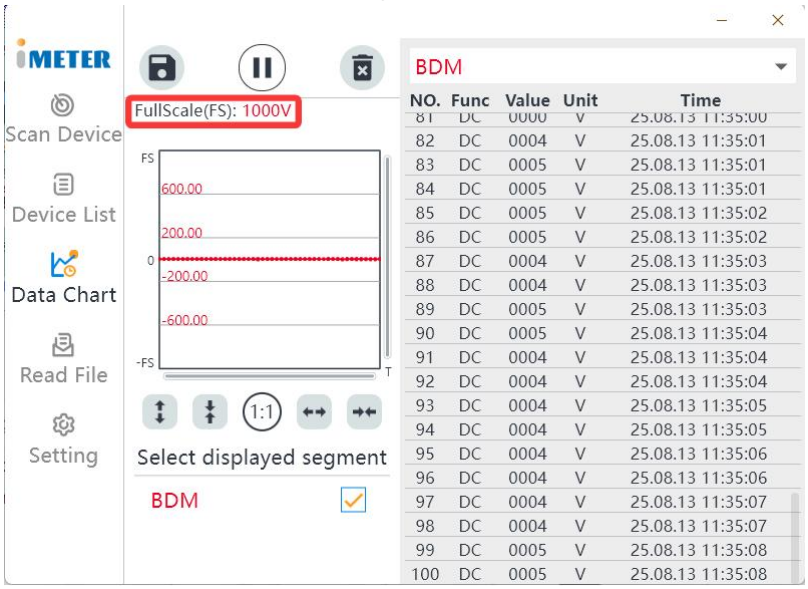

Figure 4
- Figure 4：The reading is 0004V, there's no decimal point. In this case, the full scale value should be 6000. However, the multimeter used in this example can only measure up to 1000V at most, so the full scale is shown as 1000V.
(1) To display the appropriate line chart on the chart, it is necessary to select the